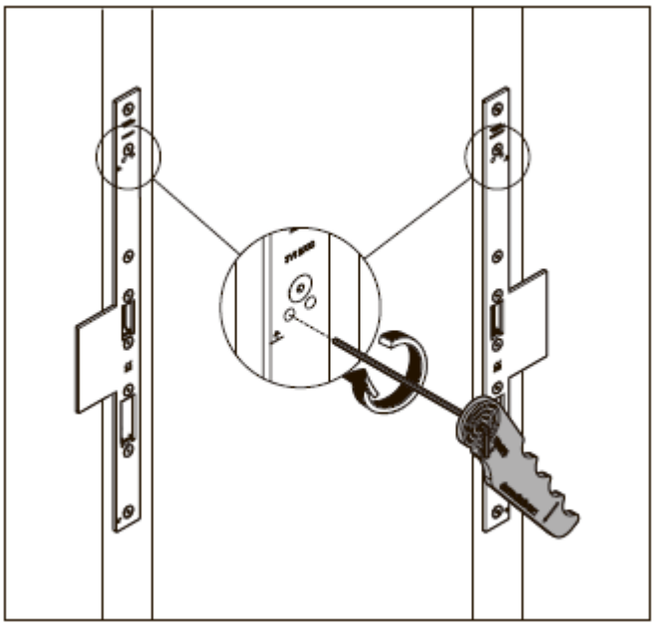

Рис. 56 Фиксирование шпингалета
2. Закрепите верхний шпингалет через просверленное отверстие в лицевой планке с усилием 1,3 Н·м (рис. 56).